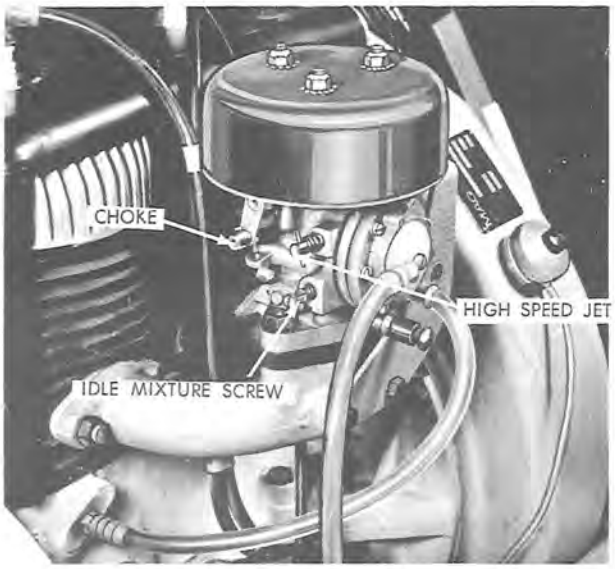
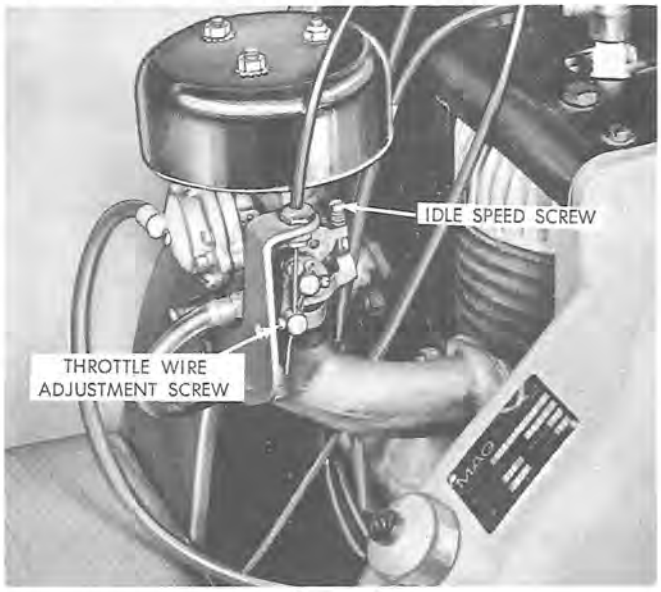

Figure 8
Figure 9
IT IS IMPORTANT NOT TO FORCE ADJUSTMENTS INTO SEATS. The single carburetor used is a Tillotson Model HR Carburetor. For best results the engine should be warm when final carburetor adjustments are made. Figure 8 shows the left side of the carburetor and Figure 9 shows the right side.
2. **STARTING A WARM ENGINE**—It should be started with the choke open. The choke is shown in Figure 8.
3. **TO ADJUST CARBURETOR**—Turn in high speed jet all the way, **(DO NOT FORCE)** Then open 1¼ turns as shown in Figure 8.
Turn in the idle mixture screw all the way **(DO NOT FORCE).** Open one full turn as shown in Figure 8. This adjustment controls the mixture at idling speeds. A lean idle mixture will cause poor acceleration. Adjust the idle speed screw shown in Figure 9. Keep idle speed slower than clutch engaging speed (approx. 1750-2000 RPM).
NOTE: Figure 9 also shows a throttle wire adjustment collar and screw. Remove carburetor air cleaner. Depress the throttle control. If this does not open the throttle plate completely, loosen the throttle wire adjustment screw and readjust to open throttle.